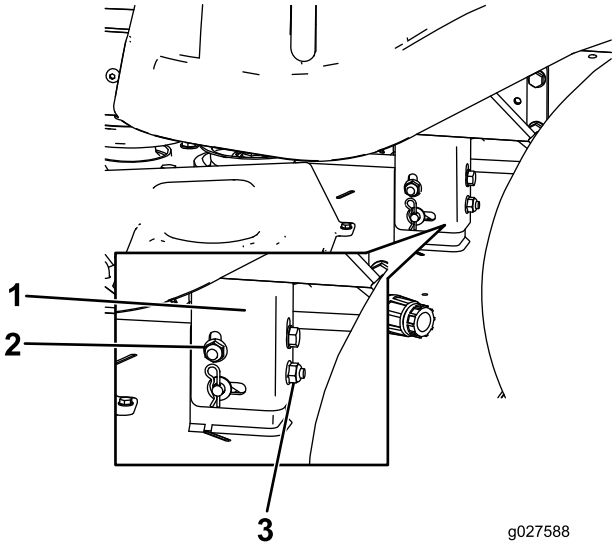

**Figur 59**
8. Hev eller senk den venstre siden av klippeenheten ved å rotere den bakre mutteren (Figur 59).